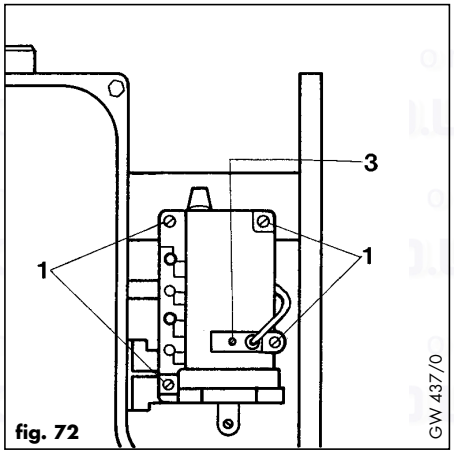

fig. 72
7.9 Replacement of gas valve (fig. 72)
- Undo screw (3) and pull off solenoid electrical connecting plug.
- Undo the 4 screws (1).